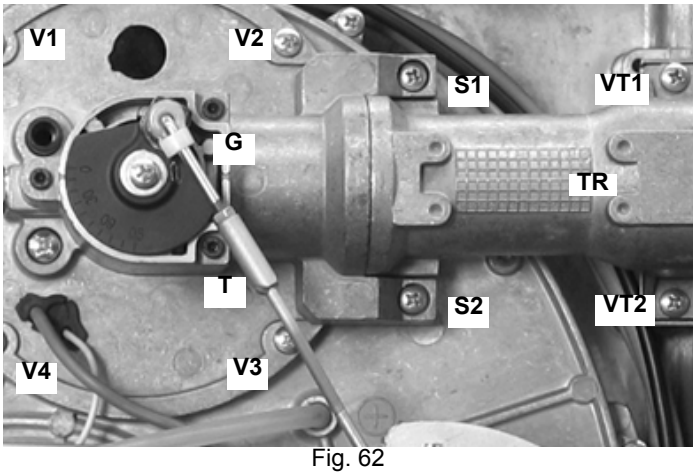
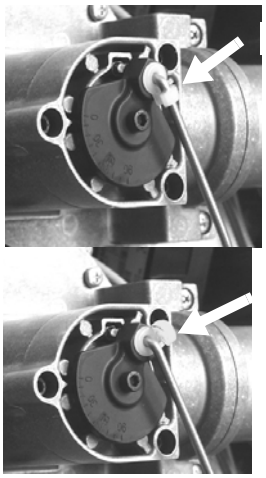

Fig. 62
Fig. 63
- Smontaggio esame e pulizia testa di combustione (vedi Fig. 62 e successive).
1 Sbloccare, tramite il gancio in plastica **G**, il tirante **T** (Fig. 62 - Fig. 63) di regolazione della farfalla gas ed estrarlo dalla sua sede tirando verso l’esterno.
2 Rimuovere le 4 viti **V1**, **V2**, **V3**, **V4** e la coppia di viti **S1** e **S2** (Fig. 62).